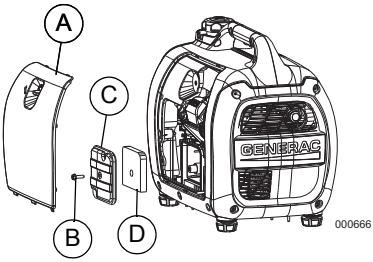

Figure 4-4. Air Filter Assembly
1. See *Figure 4-4*. Turn knob and remove service door (A).
2. Unscrew bolt (B) and remove air filter cover (C).
3. Wash filter (D) in soapy water. Squeeze dry in clean cloth (DO NOT TWIST).